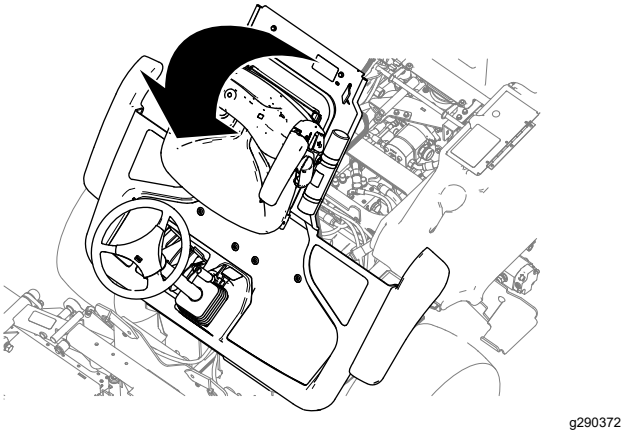

Figur 43
2. Höj upp plattformen (Figur 43).